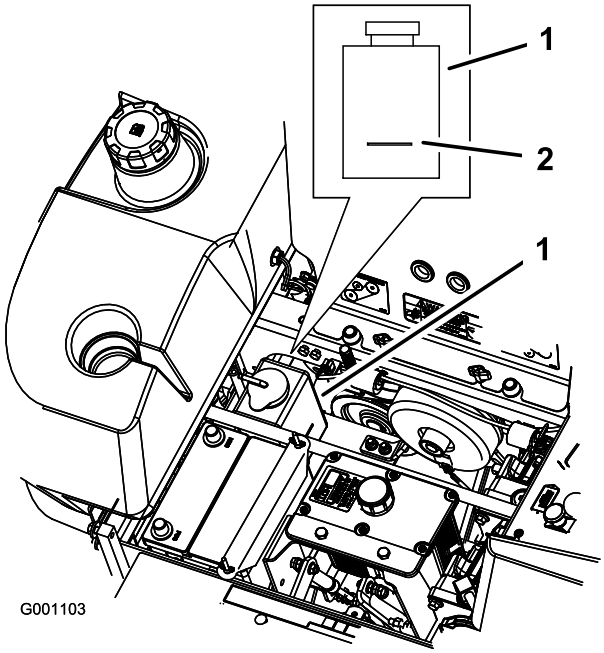

**Figur 62**
3. Kontroller, at motorkølervæsken ikke løber over. Væskestanden skal nå op til mærket på beholderens yderside (Figur 62).
4. Hvis kølervæskestanden er lav, skal du tilføre en 50/50-blanding af antifrostopløsning med forlænget levetid/Dex-Cool® og vand i beholderen (Figur 62).
5. Hæld 50/50-kølervæskeblandingen i beholderen, og fyld op til indikatorlinjen på beholderen (Figur 62).